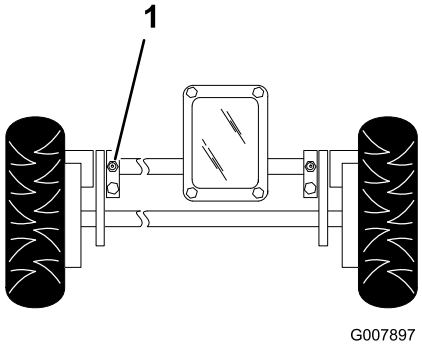

Figur 28
1. Torka av smörjnipplarna med en ren trasa (Figur 28).